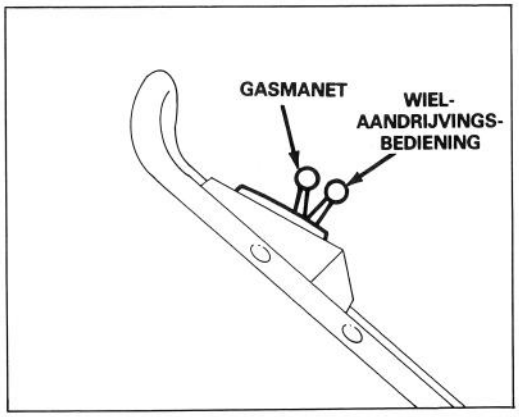

Afbeelding 5
1. BEDIENINGSSYSTEMEN (Afb. 5) — De wielaandrijvingsbediening en het gasmanet bevinden zich op de bovenste handle.
2. STARTEN (Afb. 5) — Druk de draad op de bougie. Zet de wielaandrijvingsbediening op ONTKOPPELD en de gasmanetbediening op SNEL. Trek de vingertop starter uit en regel het gasmanet zoals vereist wanneer de motor start.
4. ZELFAANDRIJVING (Afb. 5) — Zet de wielaandrijvingsbediening op GEKOPPELD. De voorwielen drijven nu de maaier aan. Druk bij het sturen en het maken van bochten de handle naar beneden zodat de voorwielen iets van het gras opgetild zijn. Zet de bediening op ONTKOPPELD om de voorwielaandrijving af te zetten.
5. STOPPEN (Afb. 5) — Zet de motor af, de wielaandrijvingsbediening op ONTKOPPELD en het gasmanet op AF.